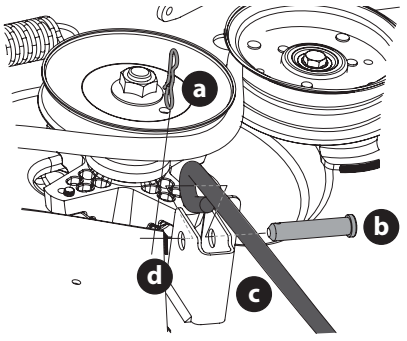

Fig. 45
b. Extraiga el tercer pasador con unión curva (a) del pasador de horquilla (b) que sujeta la varilla de control de la plataforma delantera (c) al soporte delantero de elevación de la plataforma (d). Extraiga los pasadores de horquilla (b) (Fig. 45).